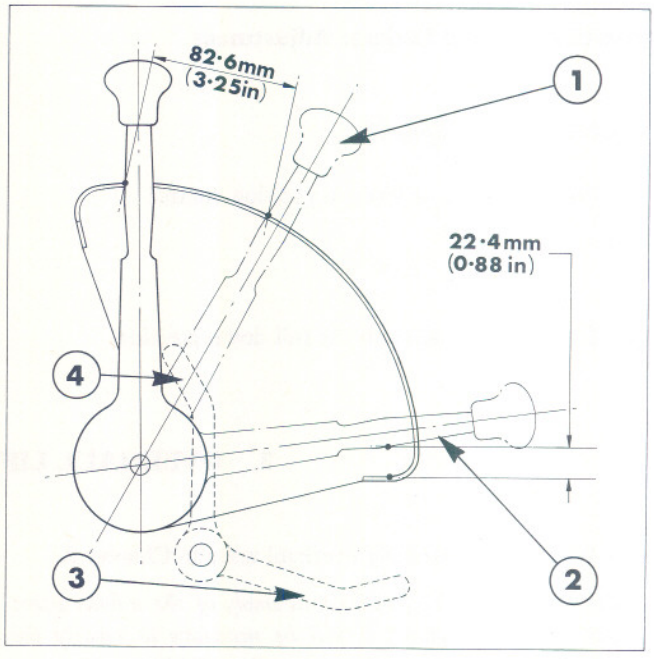

Figure 14
3. Position the upper edge of the lift control lever 3.25 in (8.25 cm) below the top stop on the quadrant, Figure 14.
3. Position the lower edge of the lift control lever 0.88 in (22.35 mm) above the base edge of the quadrant, Figure 14.